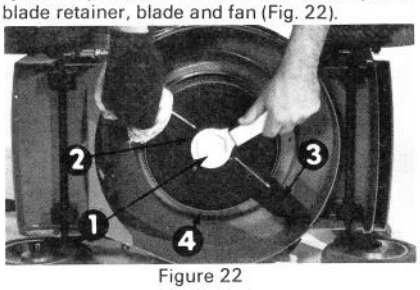

Figure 22
1. ⚠ To remove the blade, grasp the end using a rag or thickly padded glove. With spanner provided, remove the bolt, special blade retainer, blade and fan (Fig. 22).